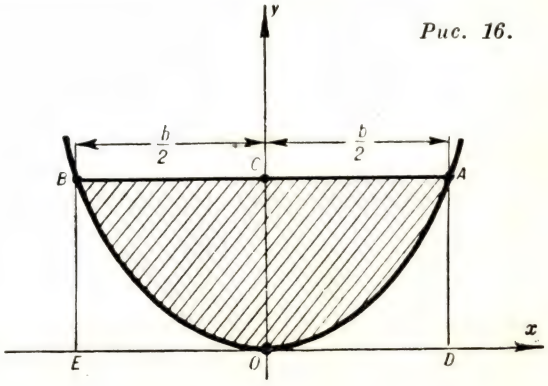

Рис. 16.
Но с помощью интегрального исчисления можно найти и такие площади и объемы, которые не изучаются в школе. Найдем, например, площадь параболического сегмента $AOBA$, у которого хорда AB равна b, а стрелка OC равна h (рис. 16). Уравнение параболы имеет вид $y = ax^2$. В точке с абсциссой $x = \frac{b}{2}$ ордината AD должна равняться длине стрелки h. Поэтому $h = \frac{ab^2}{4}$. Но это значит, что $a = \frac{4h}{b^2}$. Итак, наш параболический сегмент ограничен снизу параболой, у которой в точке с абсциссой x ордината $y = \frac{4hx^2}{b^2}$. Мы легко можем теперь найти площадь кривого треугольника OAD. По формуле (2), она равна